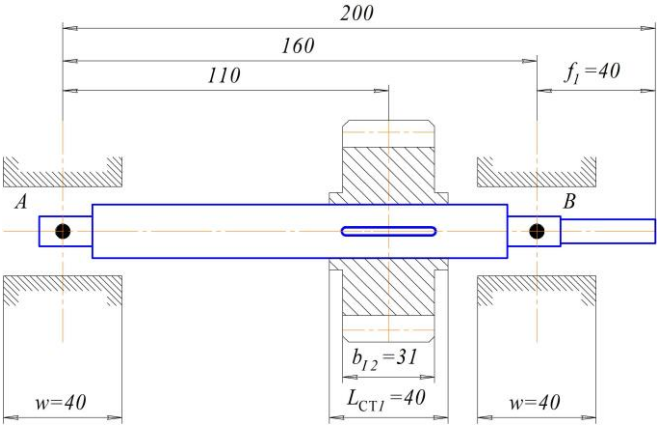

Рис. 3.3. К компоновке быстроходного вала цилиндрического двухступенчатого редуктора
3. Переходим к компоновке быстроходного вала, у которого значение крутящего момента составляет $T_1 = T_{I1} = 8$ Н·м, аналогично по таблице определяем расстояние от середины подшипника до середины посадочного участка выходного конца вала – $f_1 = 40$ мм. С промежуточного вала остаётся расстояние между опорами A и B – $l_о = 160$ мм, а также расстояние от опоры A до плоскости действия сил в зацеплении колёс первой ступени – $l_а^I = 58 + 52 = 110$ мм (рис. 3.3).